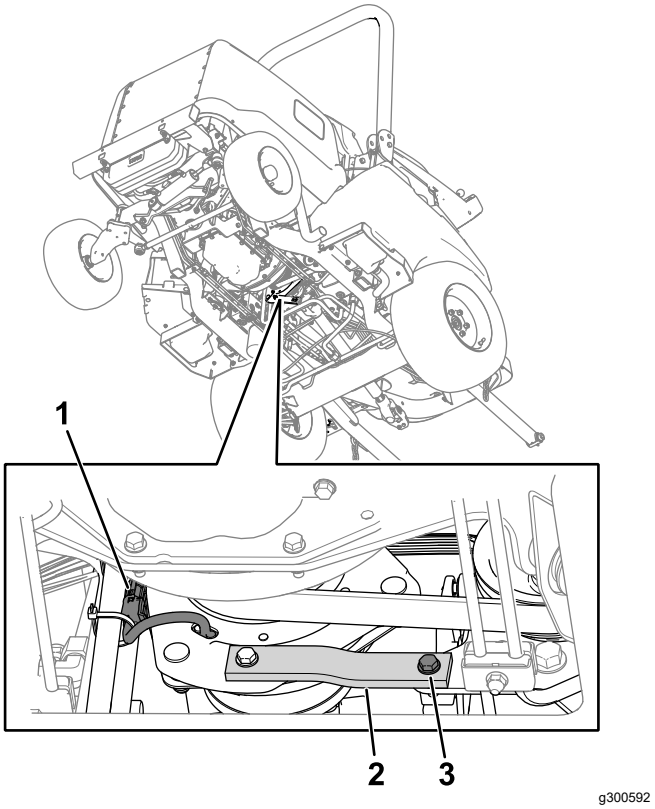

Рисунок 75
2. Отсоедините разъем жгута проводов сцепления от жгута проводов машины (Рисунок 75).
3. Удалите болт, шайбу и гайку с резиновой ленты (Рисунок 75) на раме.